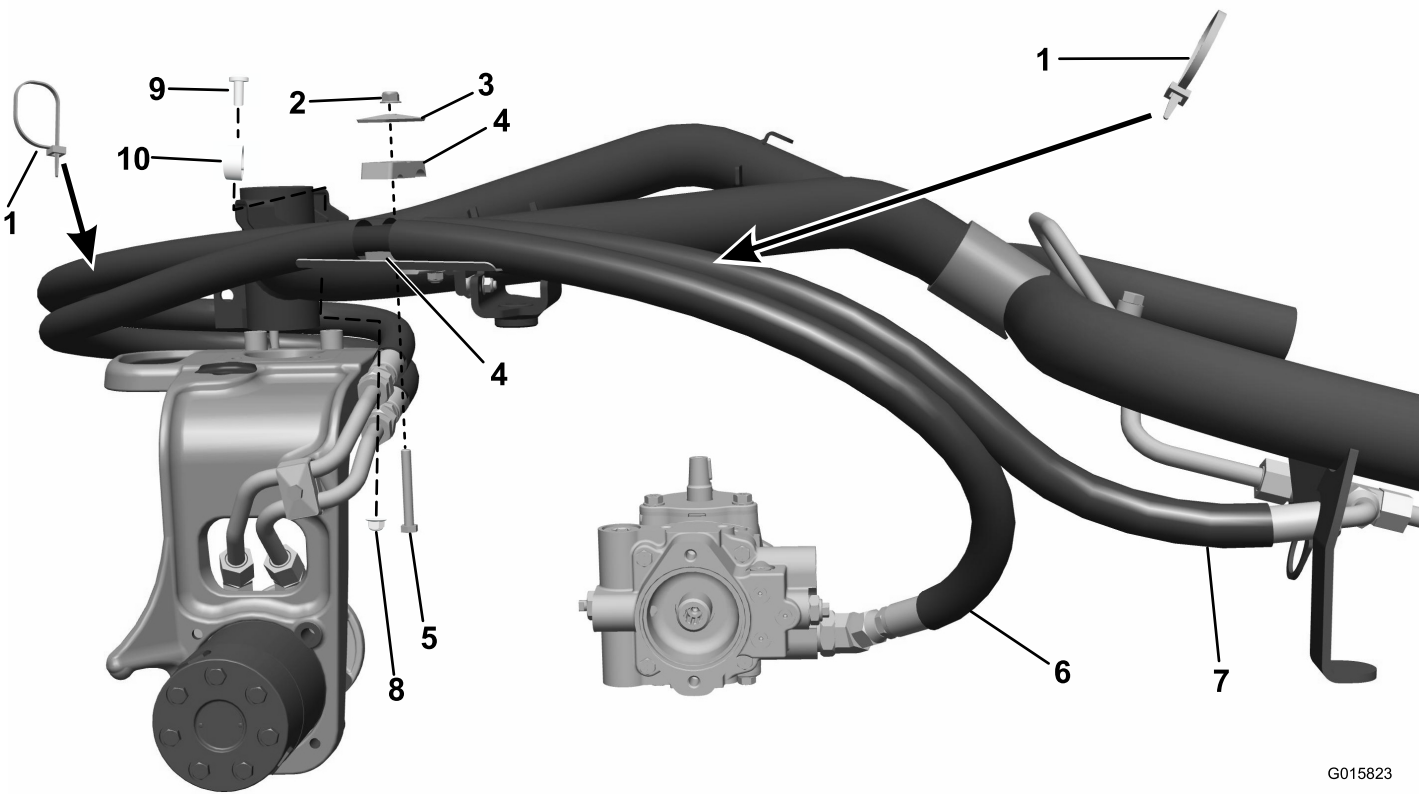
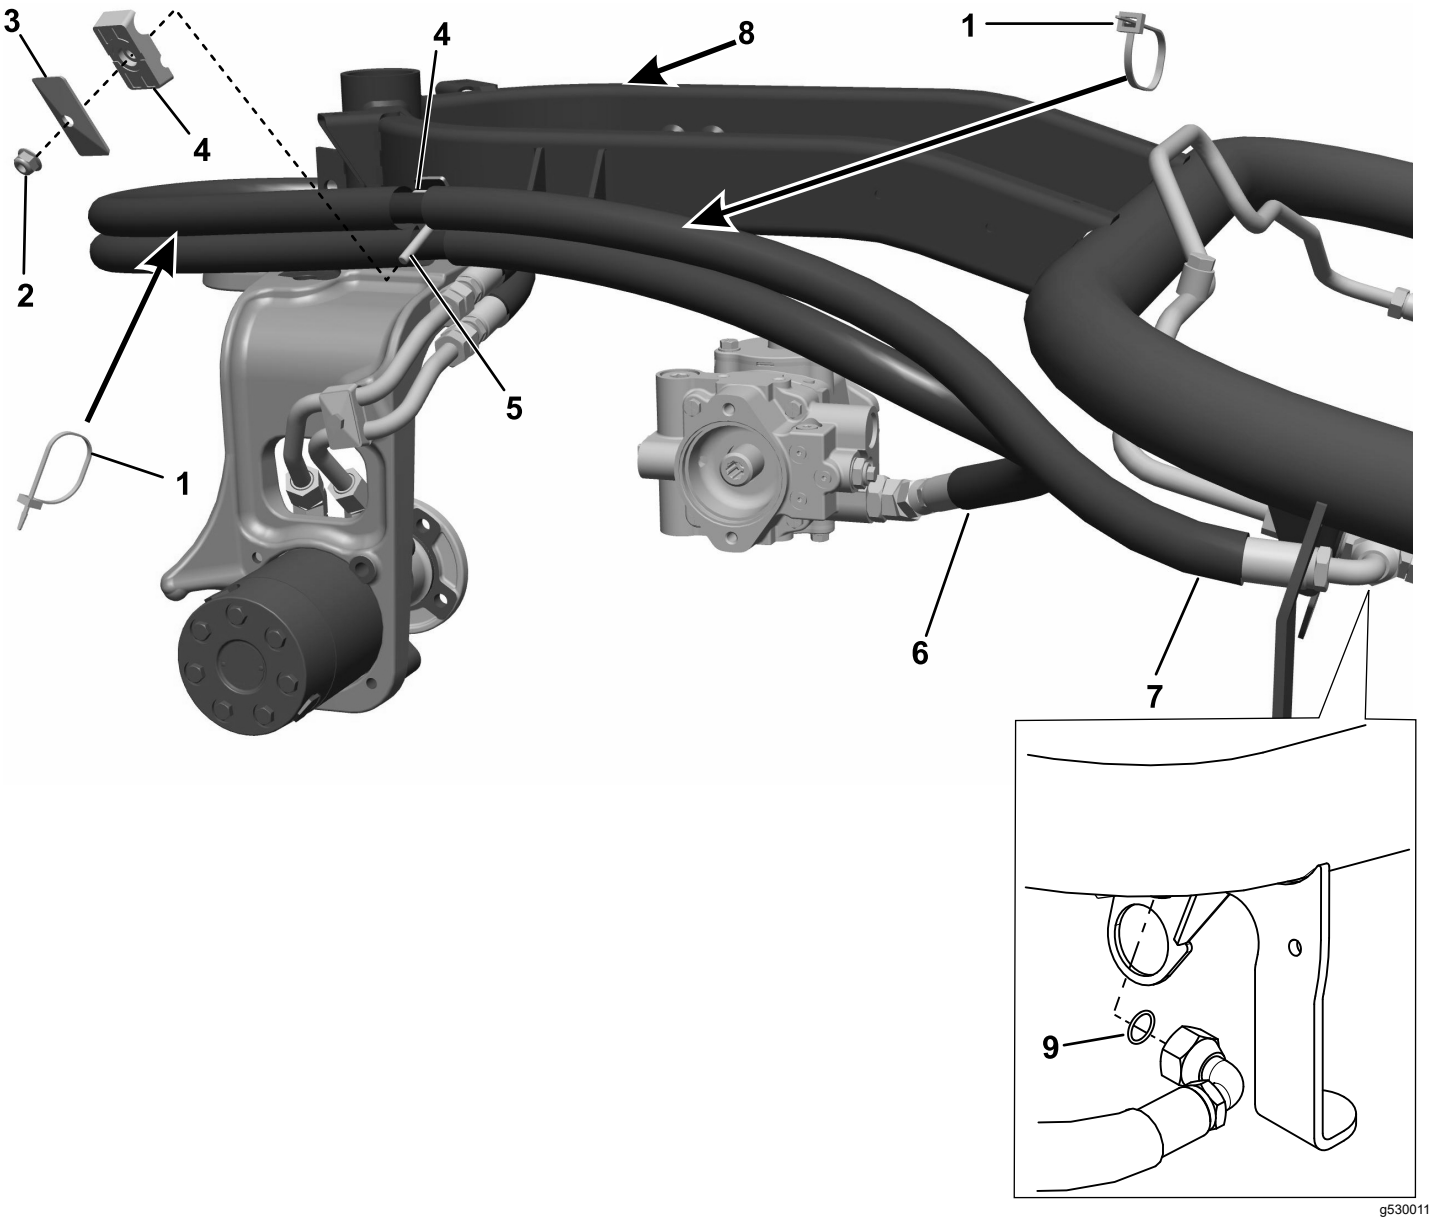

Figur 10
Figur 11
3. Monter slangen med lige fittings i begge ender vha. styret på styrehjulsgaflen, og fastgør den på det nederste stålrør. Fastgør den modsatte ende til den nederste hydraulikpumpefitting (Figur 10 eller Figur 11).
4. Monter den resterende slange vha. styret, og fastgør den på det øverste stålrør. Fastgør den modsatte ende og O-ringen til den øverste T-fitting for forhjulsmotoren (Figur 10 eller Figur 11).
5. Før begge slangesamlinger gennem rørklemmen ved slangeskærmsopsplitningen, og fastgør den på beslaget. (Figur 10; eller Figur 11).
9. Monter kabelbånd på slangesamlingerne som vist (Figur 10 eller Figur 11). Fastgør alle slangeender, fittings og klemmer.